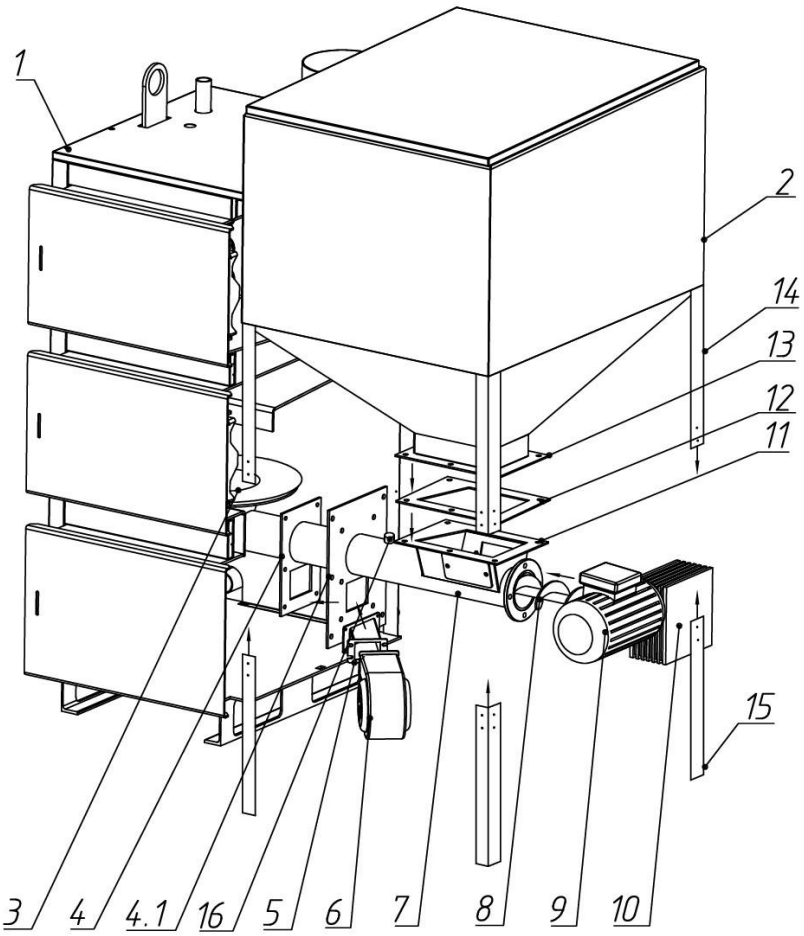

Рисунок 7. Схема сборки системы топливоподачи.
9.2.3 Котел и система топливоподачи должны быть выставлены горизонтально по уровню. Прочность перекрытий (пола) должна выдерживать вес котла, полностью заполненного водой и бункера с топливом, схема сборки системы топливоподачи представлена на рис. 7.